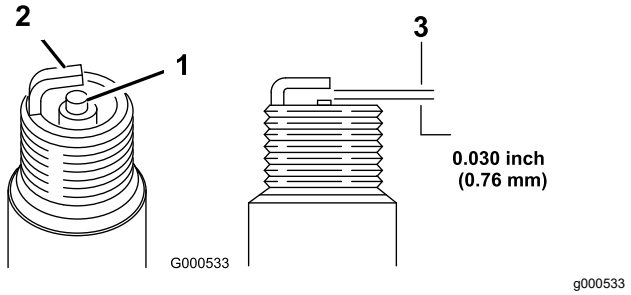

Рисунок 22
5. Установите в свече зазор, равный 0,76 мм, как показано на Рисунок 22.